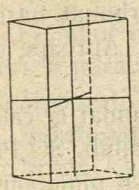

Fig. 125. Prisma cu baza patratică.
I. **Prisma cu baza patratică,** fig. 125, este forma primitivă din acest sistem. Ea are *2 fețe bazice,* patrate egale și *4 fețe laterale* dreptunghiuri egale. *Unghiuri solide* sunt 8 și toate egale între ele. *Muchiile bazice* 4 sus și 4 jos, sunt deasemenea egale între ele. Cele 4 *muchii laterale* sunt iarăși egale între ele.